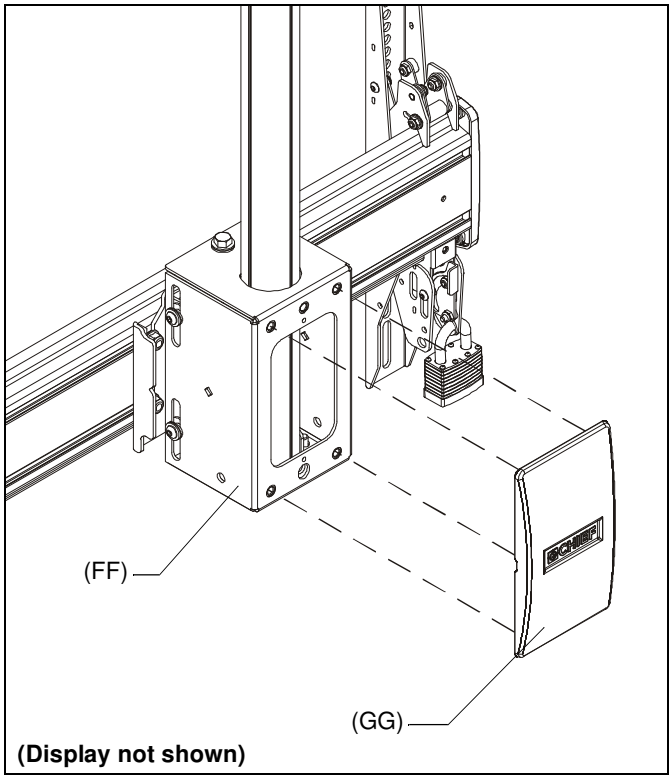

Figure 16
2. Install back cover (GG) into four holes on back of both array heads (FF). (See Figure 16)